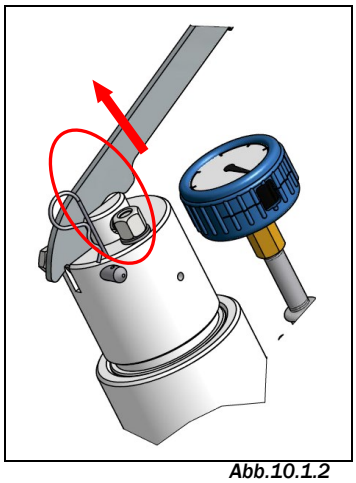

Abb.10.1.2
4. ***(Abb.10.1.2)*** Federstecker Pos.52 herausziehen.